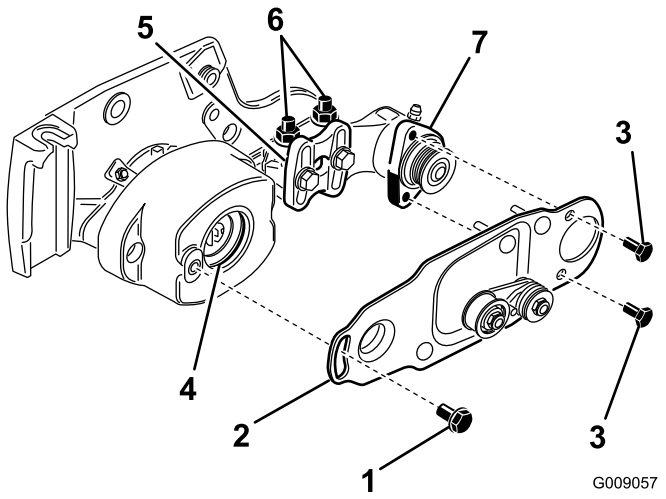

Bild 11
10. Schmieren Sie die Scheibe innen im Lagergehäuse mit Schmiermittel ein (Bild 11).
11. Lösen Sie die Schrauben (nehmen Sie diese jedoch nicht ab), mit denen das Lagergehäuse der Rollenbürste an den Befestigungshalterungen der Rollenbürste montiert ist (Bild 11).
12. Bauen Sie die Schwenkplatte der Rollenbürste ein (Bild 11).
13. Schmieren Sie die zwei Schrauben (5/16" x 5/8") mit 242-Loctite (blau) ein und montieren Sie die Bürstenplatte am Lagergehäuse der Rollenbürste mit diesen Schrauben (Bild 11).
- Lösen Sie die zwei Sicherungsbundmuttern, mit denen die Befestigungshalterung der Rollenbürste an der Seitenplatte der Schneideinheit befestigt ist (Bild 11).
- Drehen Sie das Lagergehäuse der Rollenbürste so lange, bis die Bürstenplatte mit der Seitenplatte der Schneideinheit parallel ist (Bild 11).
- Ziehen Sie die zwei Sicherungsbundmuttern fest, mit denen die Befestigungshalterung der Rollenbürste an der Seitenplatte der Schneideinheit befestigt ist (Bild 11).
18. Schmieren Sie die Ansatzschraube mit 242-Loctite (blau) ein (Bild 11). Befestigen Sie die Bürstenplatte mit der Ansatzschraube am Rollenbürstengehäuse (Bild 11).